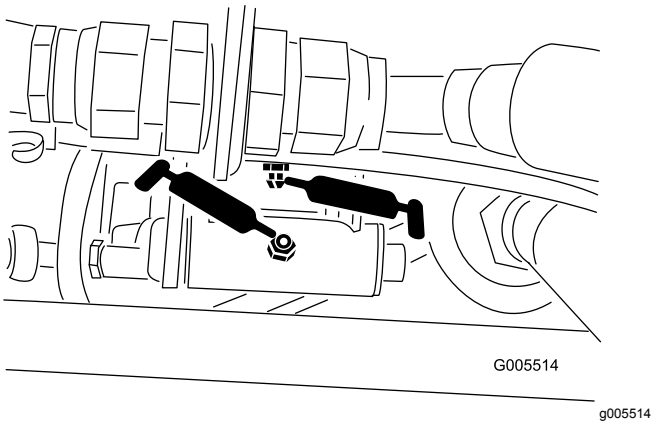
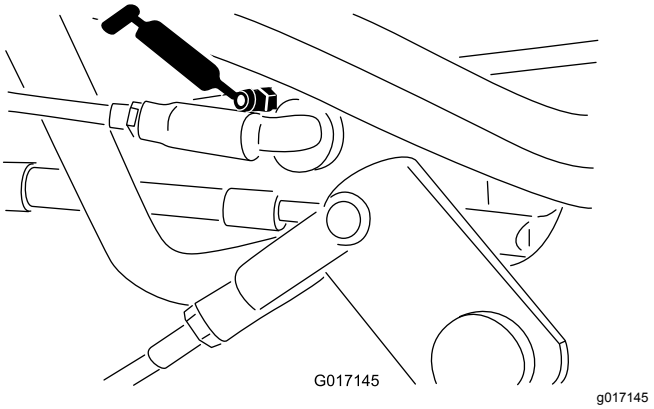

Figur 38
Figur 39
- Hastighedsregulatorforbindelse (Figur 38 og Figur 39)